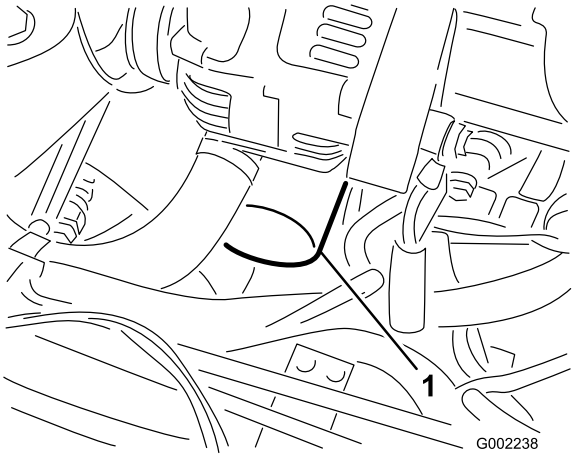

Figuur 40
7. Verwijder het oude oliefilter (Figuur 40).
10. Plaats het nieuwe filter op het filtertussenstuk. Draai het oliefilter rechtsom totdat de rubberen pakking contact maakt met het filtertussenstuk. Draai het filter vervolgens nog eens 1/2 slag (Figuur 40).